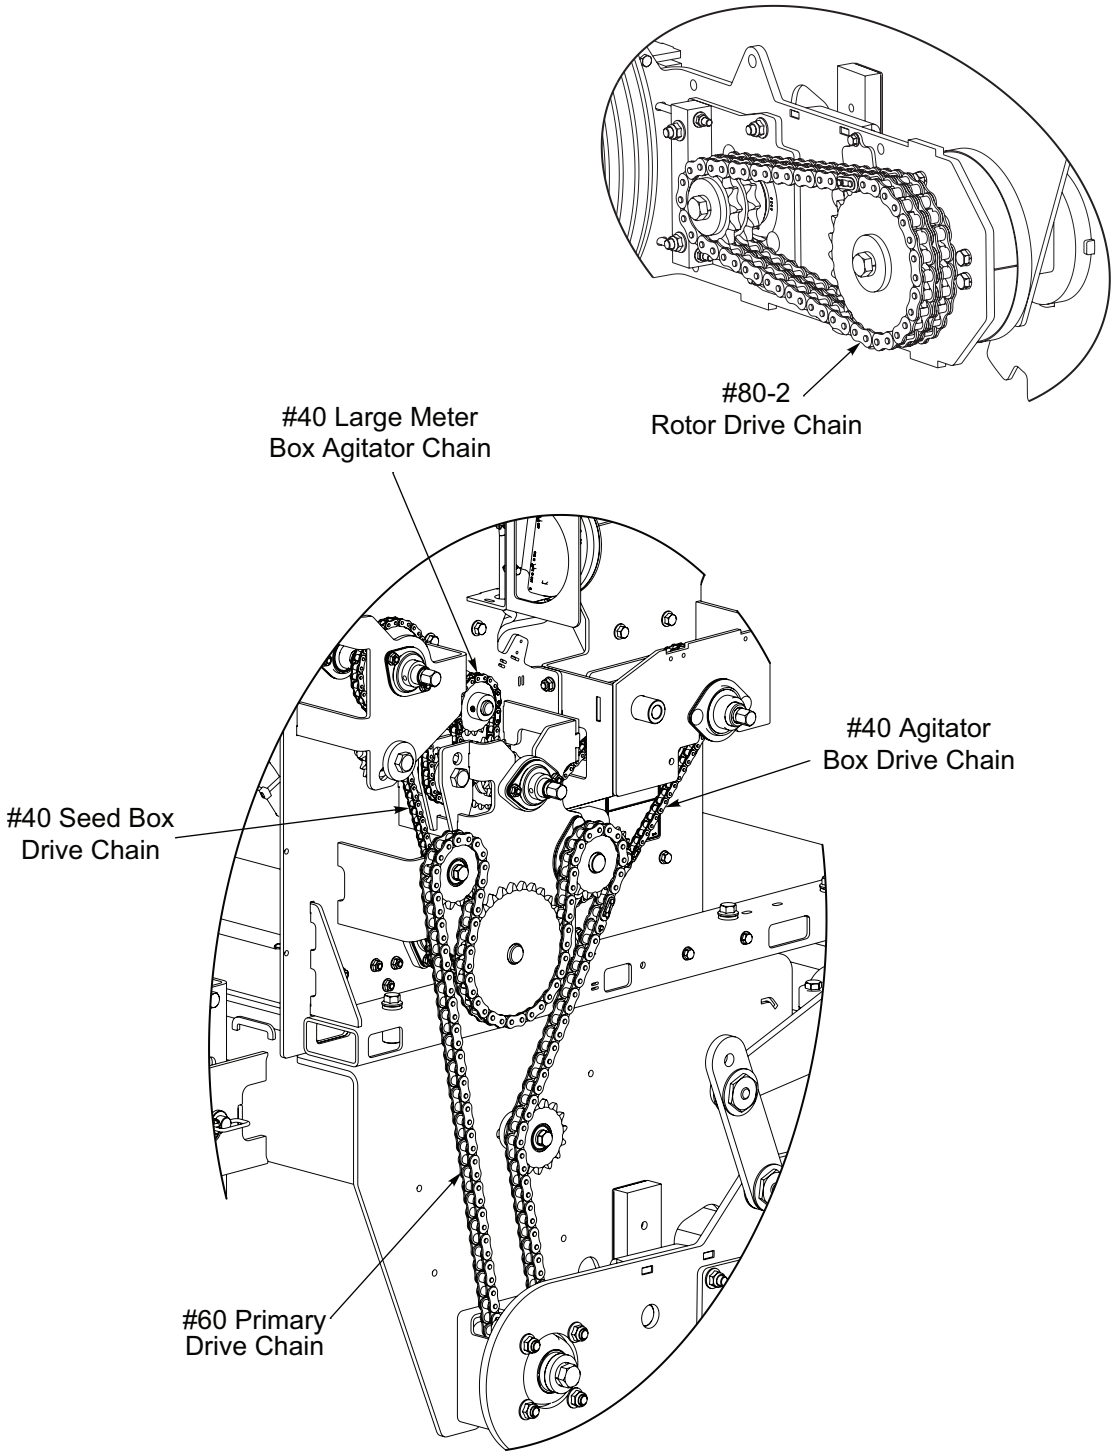

Figure 4-4: Chain Lubrication Maintenance
- Oil #80-2 Roller Chain immediately after each use while chain is still warm for best penetration. **See Figure 4-4.**
- Oil #40 and #60 Roller Chains periodically. **See Figure 4-4.**